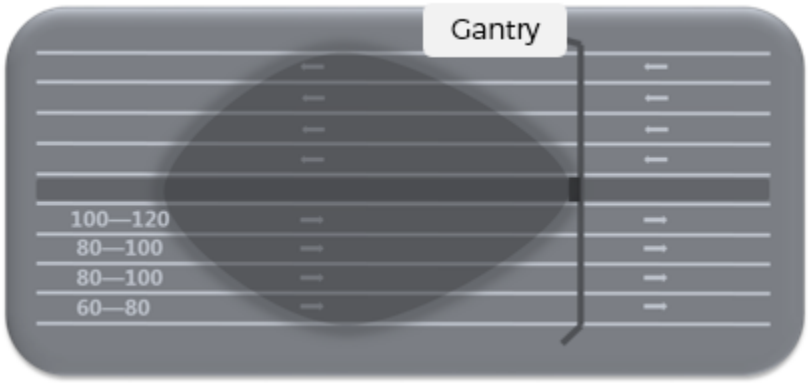

Figure 2.8: Installation Position for Observing Both Directions of Travel Lanes
- Observing both directions of travel lanes, as shown in Figure 2.8.